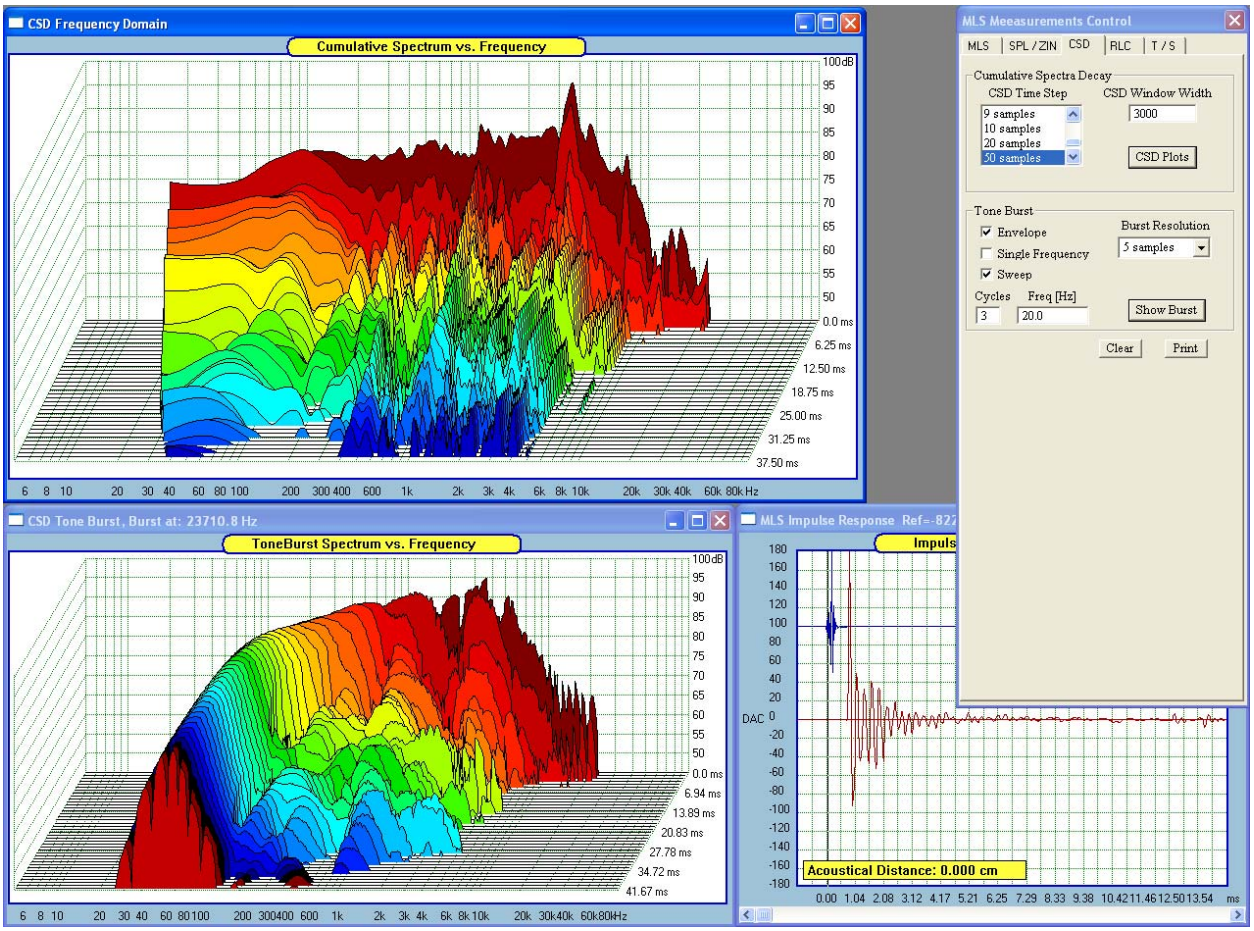

Figure 16.23. Example of CSD waterfalls AND ToneBurst waterfalls.
When the "Cumulative Spectra" dialogue box is opened, you will notice a section in the middle of the box – see Figure 16.23. It's called "Tone Burst" and contains all controls necessary to perform tone-burst excitation analysis of the collected Impulse Response. You can generate tone-burst response at individual frequency or you can also generate waterfall-like family of responses, where the excitation was a tone burst of several cycles of each frequency. The responses were then assembled to resemble a waterfall-like display.
6. **Press "Burst" button**. Now, see Figure 16.23 for example.